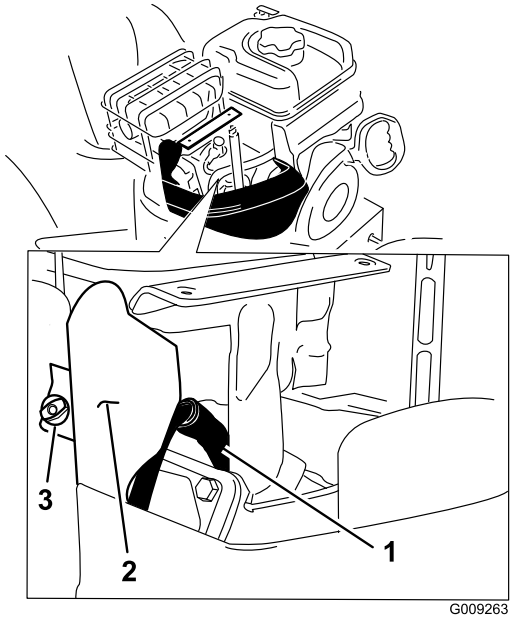

Figur 56
4. Fjern vingeskruen til braketten og braketten (Figur 56).
5. Rengjør rundt bunnen på tennpluggen (Figur 56).